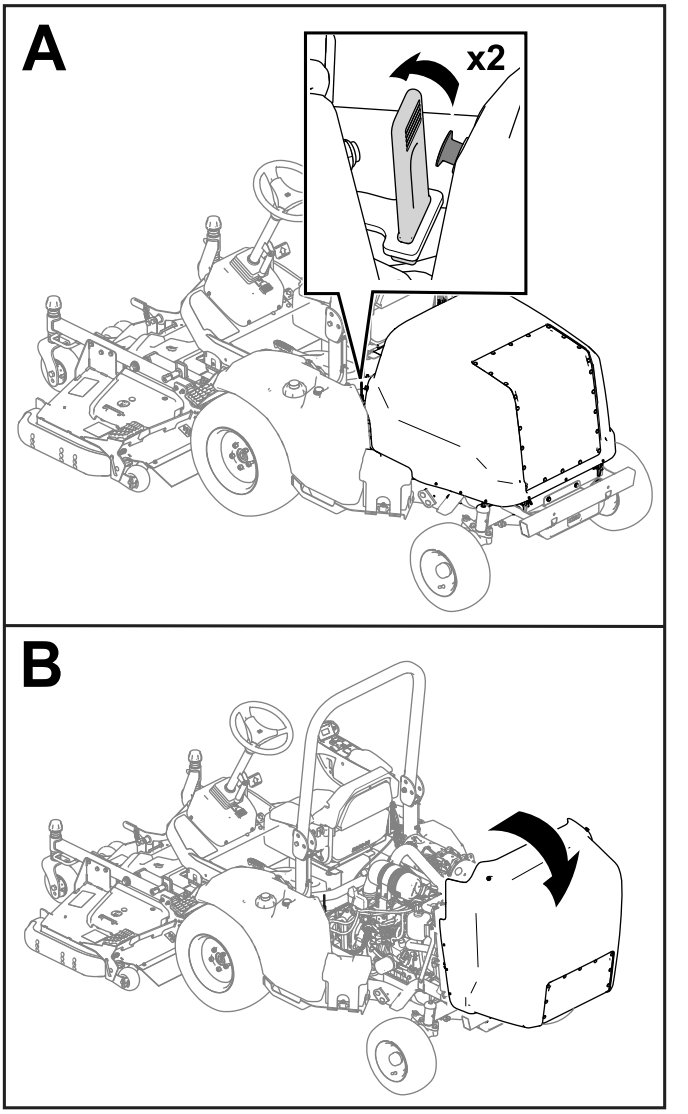

Рисунок 43
1. Отсоедините фиксаторы с каждой стороны машины (Рисунок 43).
2. Поднимите капот (Рисунок 43).